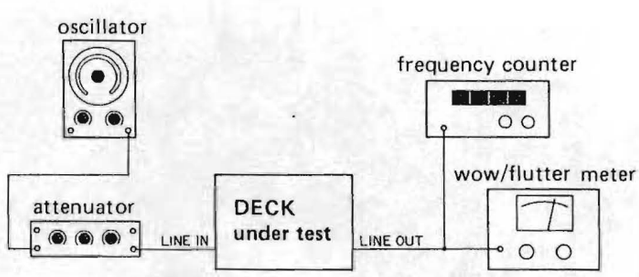

Fig. 5-7
1. Connect a frequency counter to either one of OUTPUT jacks. Fig. 5-7.
1. Connect a wow and flutter meter to the deck as shown in Fig. 5-7.